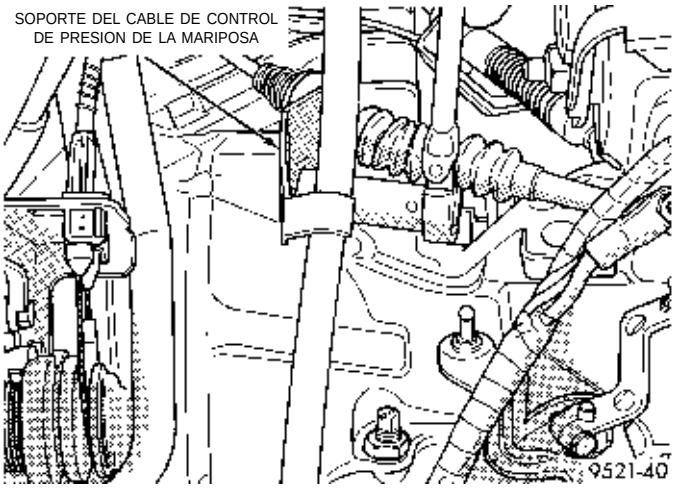
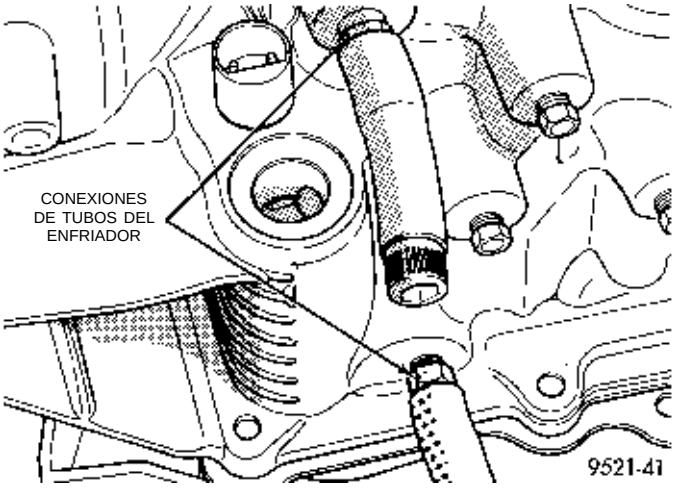

Fig. 33 Desmontaje del soporte
Fig. 34 Tubos del enfriador
(7) Retire de la palanca el cable de control de presión de la mariposa. A continuación retire los pernos del soporte en el transeje (Fig. 33).
(8) Retire el tubo de la varilla medidora.
(9) Retire los tubos del enfriador del transeje y tápelos (Fig. 34).